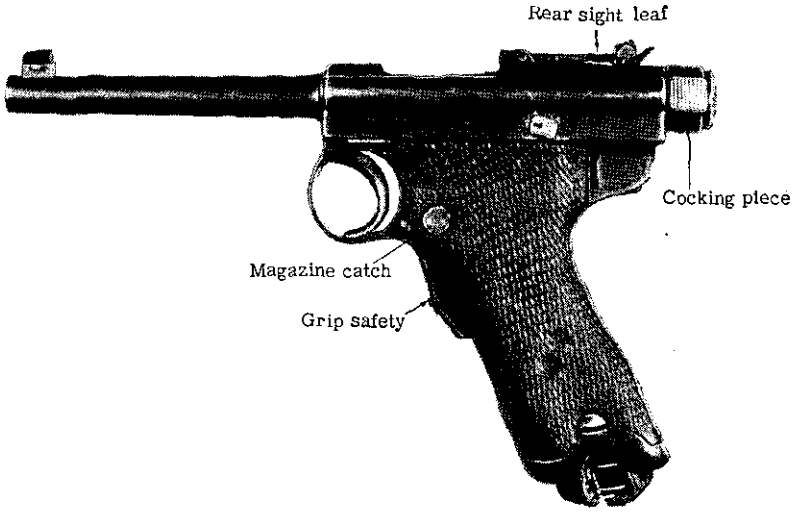
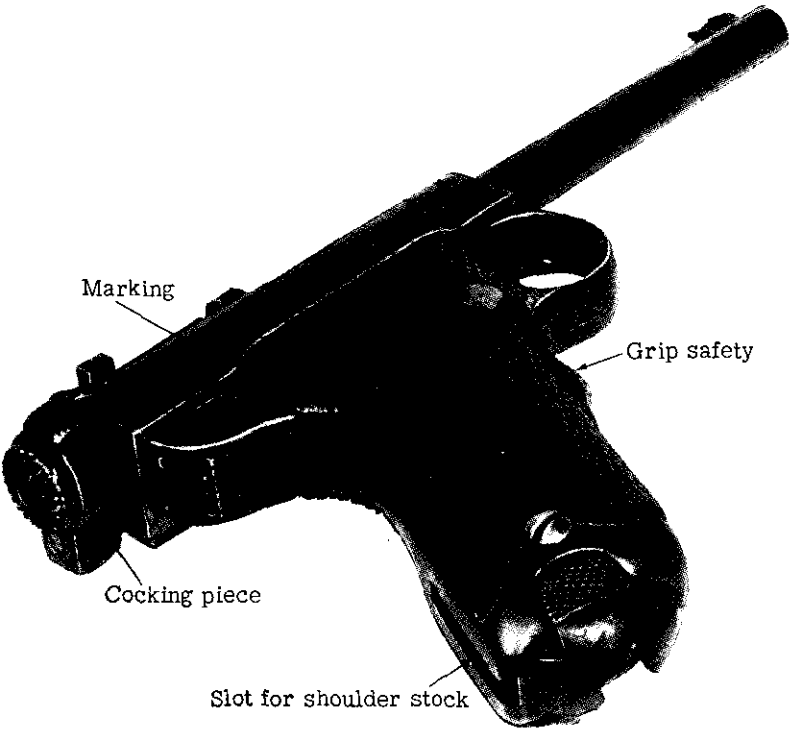

Figure 2.—*Nambu* 8-mm pistol (left side).
Figure 3.—*Nambu* 8-mm pistol (three-quarter view), showing marking on right side.
The *Nambu* 8-mm pistol (fig. 2), which is popularly called the *Nambu* pistol from the name of its designer,
(1) The rear sight leaf.
(2) The horizontal bulge (recoil-spring housing) on the left side of the receiver (see figs. 2 and 4).
(3) The slot cut for the wooden combination shoulder-stock-holster at the heel of the butt.
(4) The grip safety just below the trigger guard on the butt.
(5) The marking 式部南 which is on the right side of the receiver at the rear (fig. 3). (This marking, which is read *Nambu Shiki* from right to left,[3] means "Nambu model.")